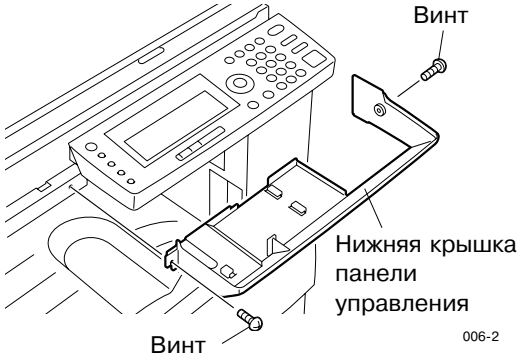

Рис. 2-6-8
5. Снимите нижнюю крышку панели управления. (См. Рис. 2-6-8)
7. Снимите нижнюю крышку панели управления. (См. Рис. 2-6-8)